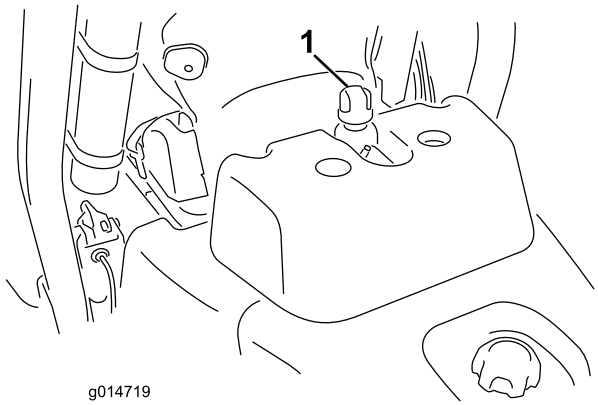

**Figuur 30**
2. Verwijder de dop van het reservoir (Figuur 30).